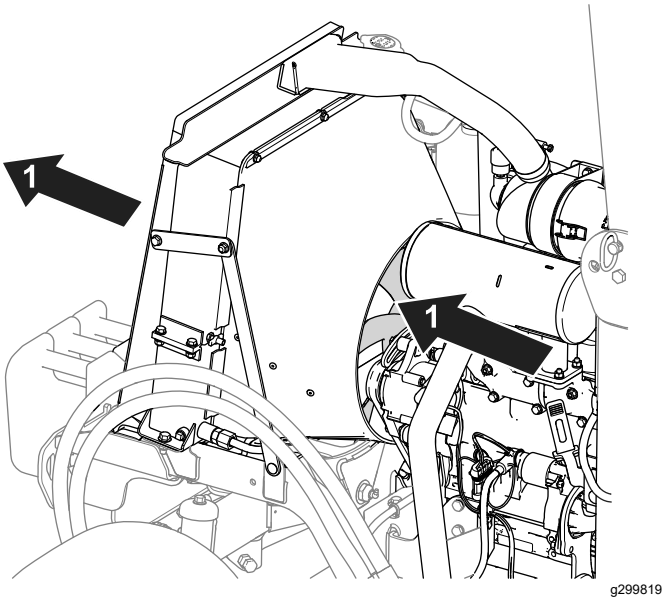

**Figuur 70**
- Reinig de radiateurribben met perslucht. Richt de lucht uit de machine (Figuur 70).